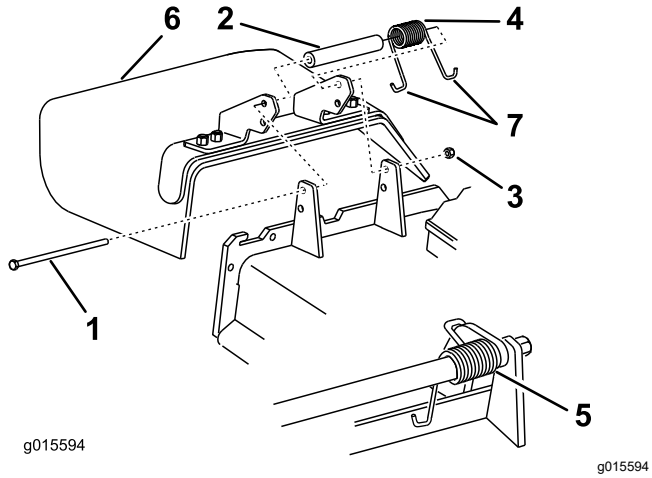

Figura 103
1. Retire la contratuerca, el perno, el muelle y el espaciador que sujetan el deflector a los soportes de pivote (Figura 103).
Nota: Asegúrese de colocar un extremo con gancho en **J** del muelle detrás del reborde de la carcasa antes de instalar el perno, según se muestra en Figura 103.
6. Coloque 1 extremo en **J** del muelle alrededor del deflector de hierba (Figura 103).